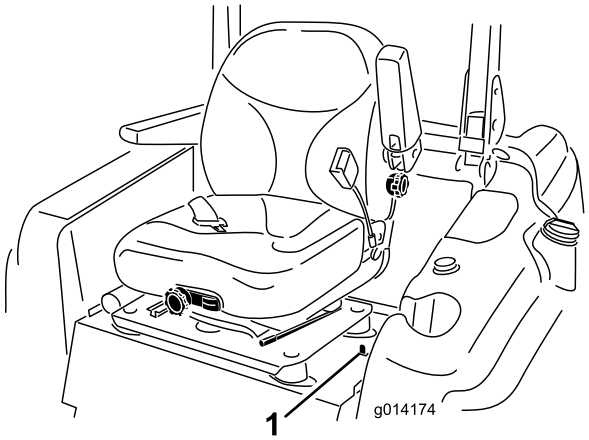

**Figure 1**
4. Move the seat latch, located on the left side of the seat, rearward to unlatch the seat and pull forward on the top of the seat until the seat latch catches the supporting seat plate (Figure 1).